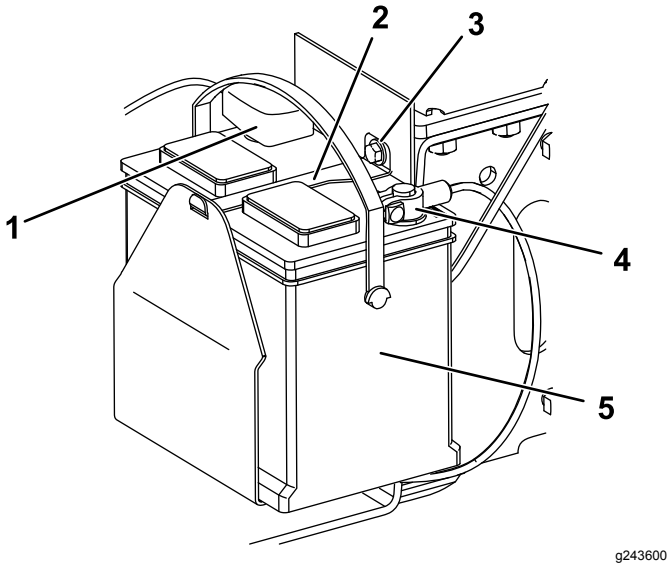

Rysunek 38
1. Śruba (3)
5. Usuń śrubę, podkładkę i sztabę mocujące akumulator (Rysunek 38).
6. Odłącz ujemny (czarny) przewód uziemienia od bieguna akumulatora (Rysunek 38). Zachowaj wszystkie elementy mocujące.
8. Odłącz dodatni (czerwony) przewód od bieguna akumulatora (Rysunek 38). Zachowaj wszystkie elementy mocujące.
1. Za pomocą elementów mocujących zdemontowanych wcześniej podłącz dodatni (czerwony) przewód do dodatniego (+) zacisku akumulatora (Rysunek 38).
3. Za pomocą elementów mocujących zdemontowanych wcześniej podłącz ujemny przewód (czarny) do ujemnego (-) zacisku akumulatora (Rysunek 38).
4. Zamocuj akumulator przy pomocy sztaby i śruby i podkładki (Rysunek 38).